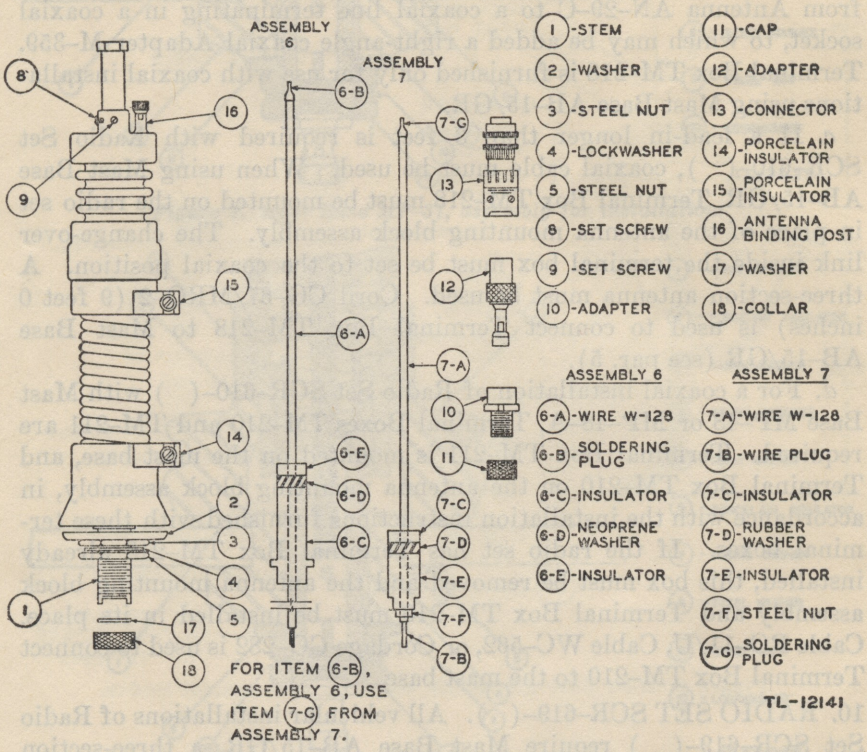

Figure 1. Mast Base MP–48, assembly for installation.
3. MAST BASES MP–48 AND MP–48–A. *a.* Mast Base MP–48 is normally furnished with an internal assembly that has coaxial fittings (assembly No. 7, fig. 1), an upper external binding post (item 16), and a binding post adapter (item 12) that fits into the coaxial fitting at the bottom. A coaxial cable to be used with this mast base should terminate in Amphenol Connector AN–3106–14–3ST (item 13) (stock No. 2A2088–48/C4) or in coupling, Lapp No. 26243 (stock No. 2Z3291–7). In installations using the upper binding post, the internal assembly should be removed in all cases. If an installation requires the use of the bottom binding post and the binding post has been removed from the mast base to be used, the internal assembly may be removed and the wire fed through the mast base, as shown in assembly No. 6, (fig. 1). Installation of the bottom binding post is made by securing internal assembly No. 7 (fig. 1) in the mast base and locking